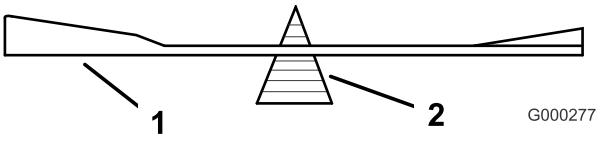
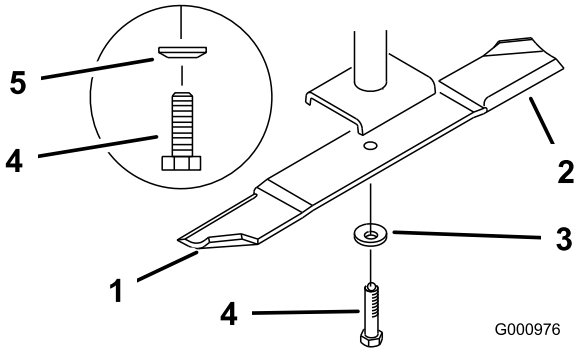

Figur 84
Figur 85
2. Ta bort knivbulten, fjäderbrickan och kniven från spindelaxeln (Figur 85).
2. Kontrollera knivens balans med en knivbalanserare (Figur 84). Om kniven stannar kvar i ett horisontellt läge är den i balans och kan användas. Om kniven inte är balanserad kan du fila bort lite metall från knivens segeldel (Figur 85). Upprepa proceduren tills kniven är balanserad.
1. Montera kniven på spindelaxeln (Figur 85).
2. Montera fjäderbrickan och knivbulten. Fjäderskivans kon måste monteras mot bultens huvud (Figur 85). Dra åt knivbulten till ett moment på 115–149 Nm.